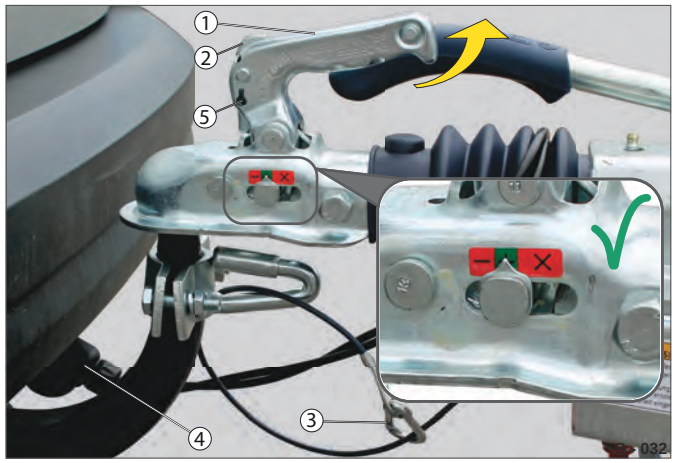

Fig. 10 Eksempel: Anhænger med bremser tilkoblet
Træk som kontrol håndgrebet (Fig. 10 /1) opad - uden at betjene spærrepalen (Fig. 10 /2).
▶ Fastgør fang- / sikkerhedswiren (Fig. 10 /3) på anordningen hhv. i et øje på personvognens anhængertræk. - se "Sikring af anhænger (uden bremse)" på side 69 eller se "Sikring af anhænger (med bremse)" på side 70.